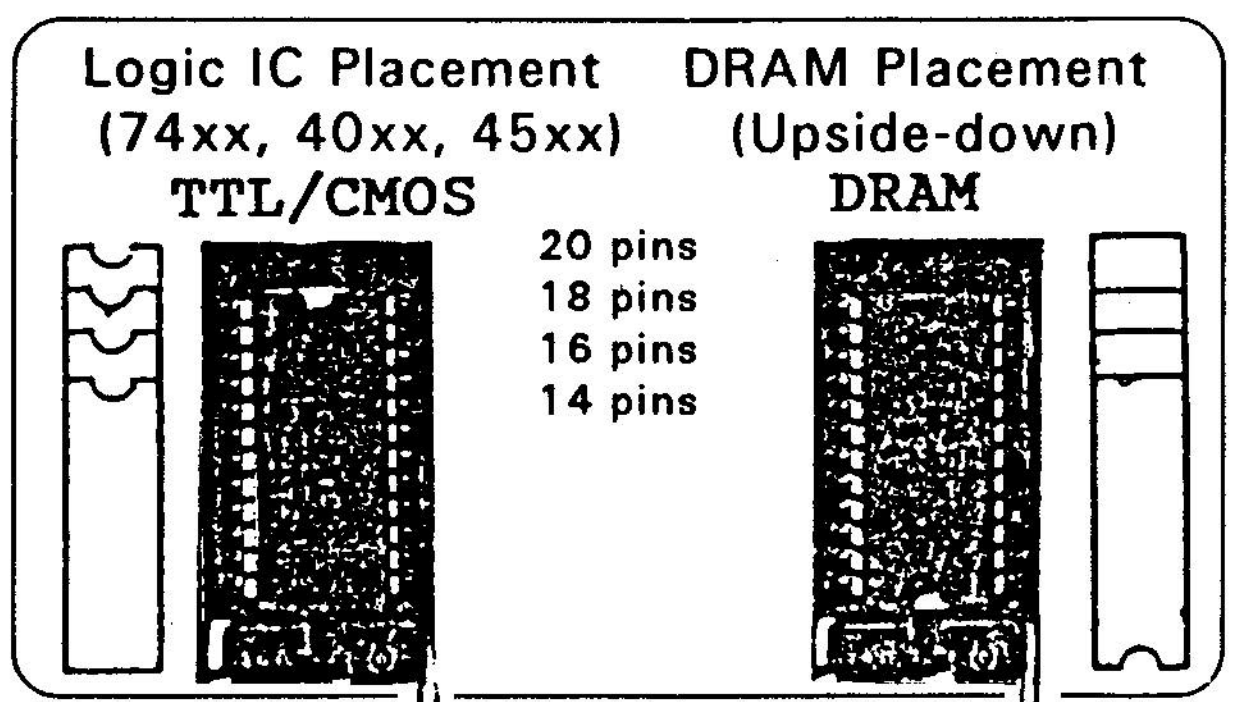

FIG. 2
1. Open the test socket by raising the lever to the vertical position. Insert the logic IC into the Tester socket with the notch or dot indicating Pin 1 to the top. The bottom pins of the logic IC Tester must be inserted into the bottom ports of the tester. Ensure to seat the IC as deeply into the socket as possible. See Figure 2. The ICs must be in the proper position prior to any testing. Care must be taken as to the placement with respect to direction, alignment, and socket depth. Close the lever.